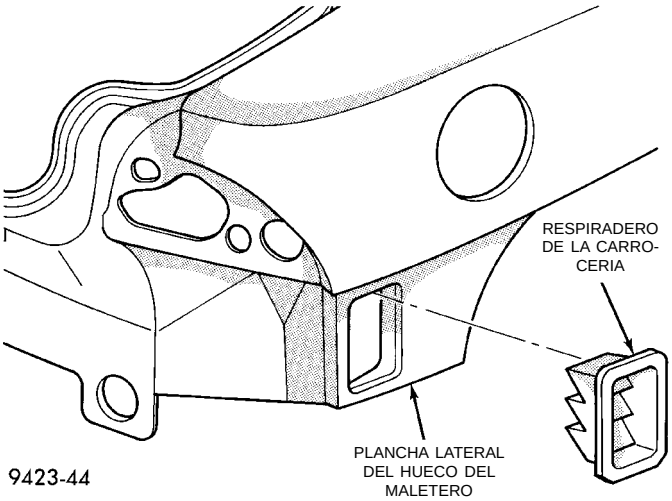

Fig. 71 Respiradero de la carrocería
(2) Desde detrás de la placa protectora del parachoques trasero, debajo del panel del cuarto trasero, desacople los collarines que sujetan el respiradero de la carrocería al hueco del maletero.
(3) Separe el respiradero de la carrocería del vehículo (Fig. 71).